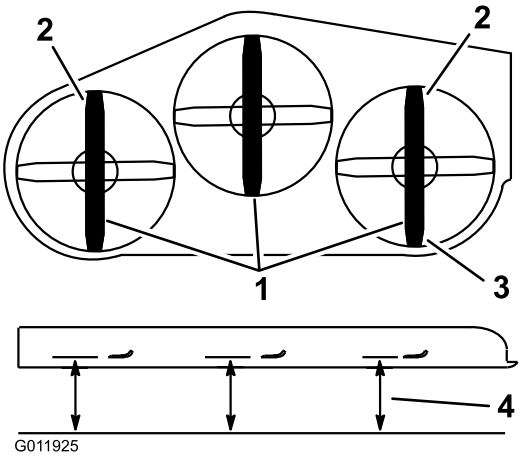

Figura 15
12. Verificate il livellamento longitudinale eseguendo la misurazione della distanza tra la parte inferiore del tosaerba (parte centrale anteriore e posteriore) e la superficie piatta (Figura 15).